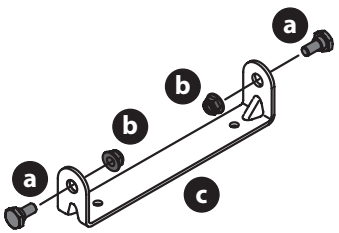

Figure 4
1. Enlevez les deux boulons à épaulement (a) et les contre-écrous (b) sur le support de montage (c) fournis dans le sachet de quincaillerie (Figure 4).